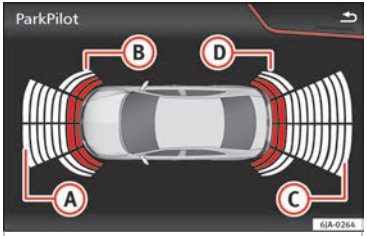

Fig. 181 Represented area.
If there is a fault in a sensor, the symbol ⚠ is displayed on the Easy Connect display in front of/behind the vehicle. If a rear sensor is faulty, only the obstacles in the areas (A) and (B) are displayed »» Fig. 181. If a front sensor is faulty, only the obstacles in the areas (C) and (D) are displayed.